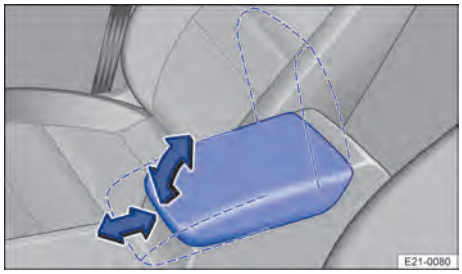

**Fig. 74** Entre los asientos delanteros: reposabrazos central.
1. *Levantar:* Tire del reposabrazos hacia arriba, en el sentido de la flecha, encastre por encastre → fig. 74.
3. *Ajustar longitudinalmente:* Desplace el reposabrazos hacia delante o atrás → fig. 74.